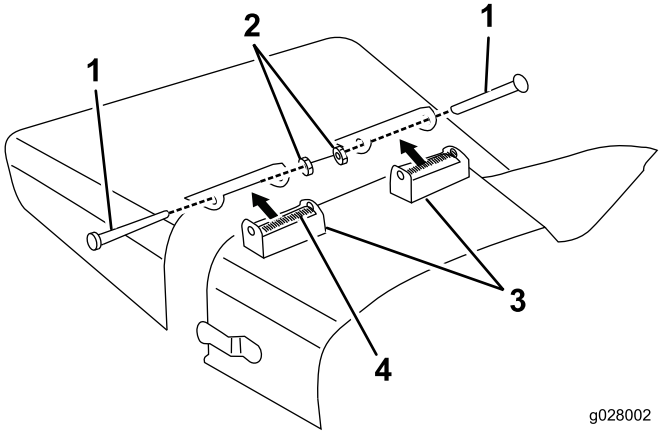

Figur 5
1. Fjern hodeskruene, låsemutterne og fjærene som holder avlederfestene festet til svingbrakettene (Figur 5).
2. Fjern låseboltene og flensmutterne som fester svingbrakettene til huset (Figur 5).